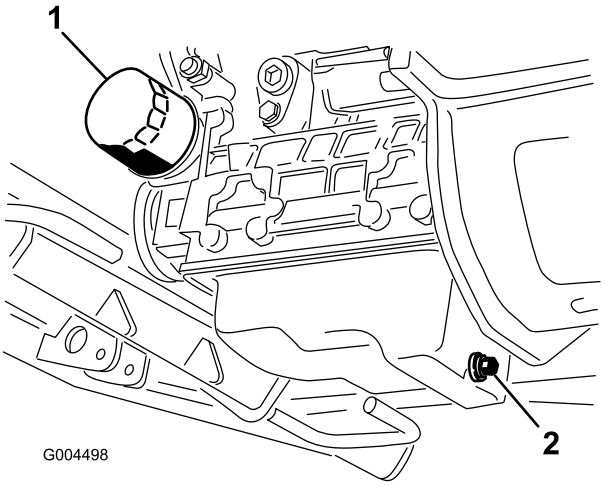

Figuur 44
3. Plaats een opvangbak onder het carter en recht onder de aftapplug (Figuur 44).
6. Verwijder en vervang het oliefilter (Figuur 44).